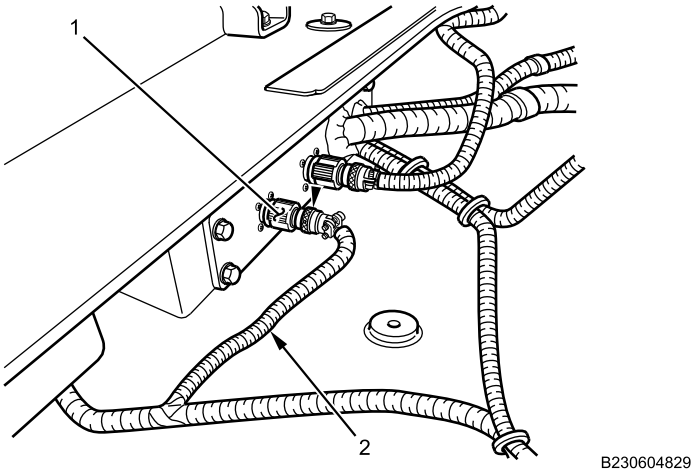

Figure 4. Roof Connection.
2. Connect clearance lights harness (Figure 4, Item 2) to roof connection by turning nut (Figure 4, Item 1) clockwise.